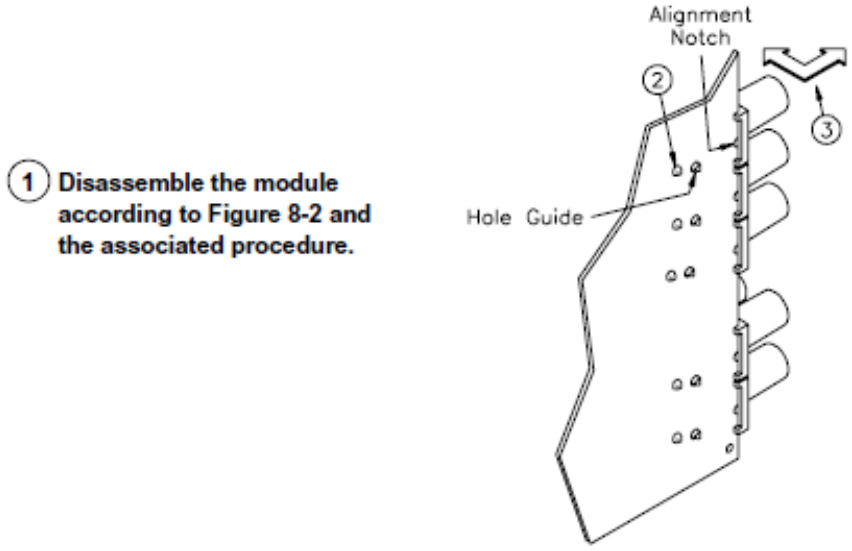

Figure 8-3 Remove/Install an Input Terminal.
Step 2 Unsolder the terminal from the PC assembly at its one solder point (see Figure 8-3).